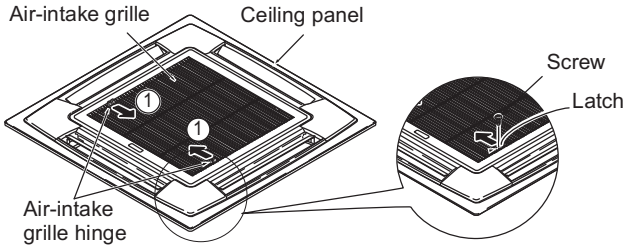

Fig. 1-19
1) Remove the 2 screws on the latch of the air-intake grille. (Fig. 1-19) (Reattach the air-intake grille after installation of the ceiling panel.)
2) Slide the air-intake grille catches in the direction shown by the arrows ① to open the grille. (Fig. 1-19)